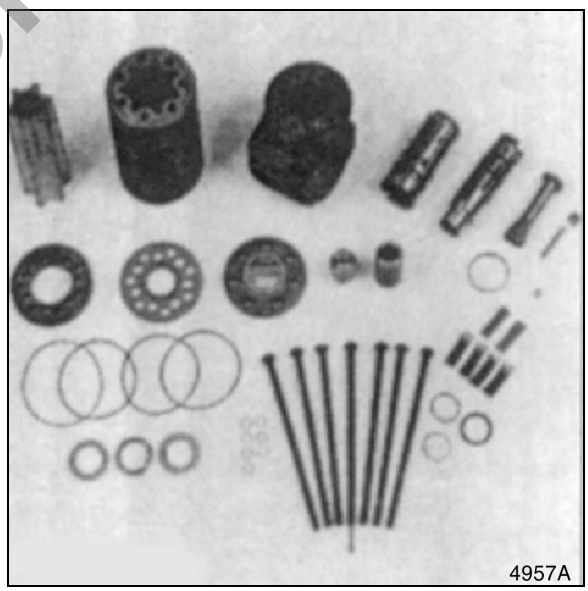

Figure 32
19. Figure 32, shows all parts removed from steering unit. Clean all parts before assembly. Use only new O-rings and seals.